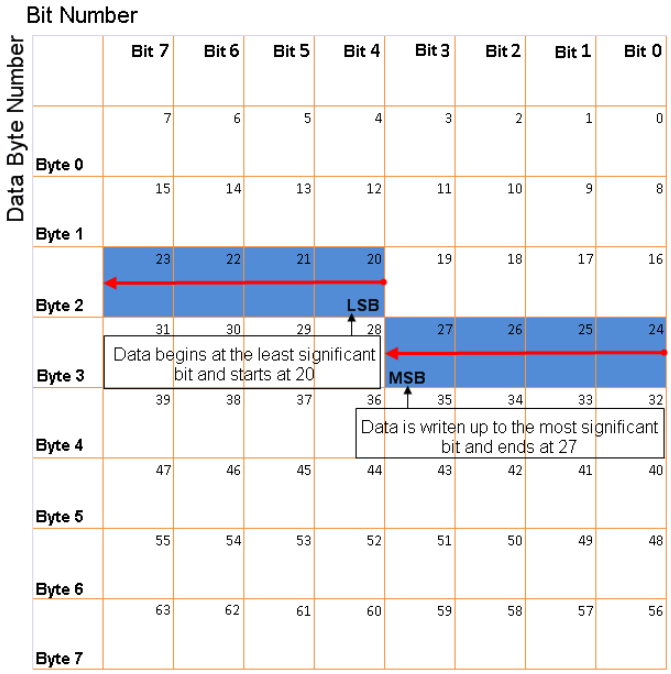
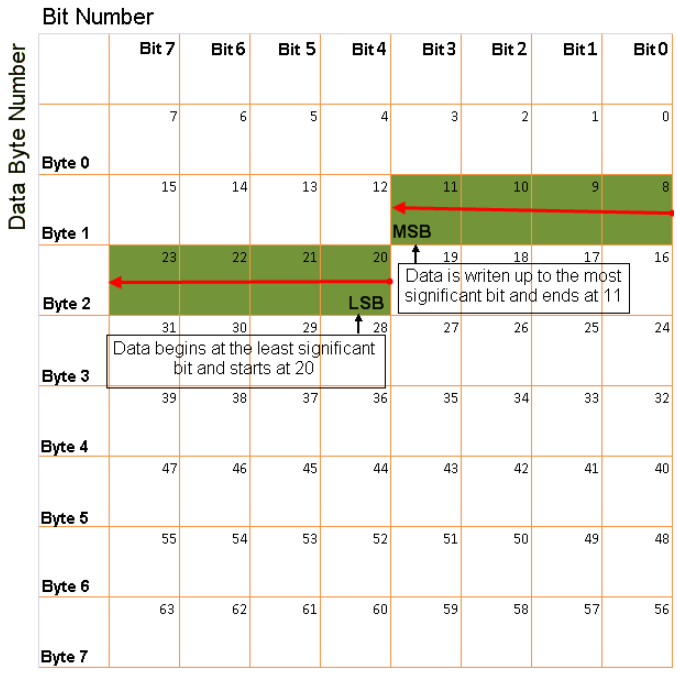

**Fig. 10.32. Example of signal in little-endian format with the length 8 bit and the start bit at 20**
**Fig. 10.33. Example of signal in big-endian format with the length 8 bit and the start bit at 20**
- **Start bit** – the least significant bit counted from the start of the message data (see examples in Fig. 10.32, Fig. 10.33). The start bit is an integer from 0 to 63.